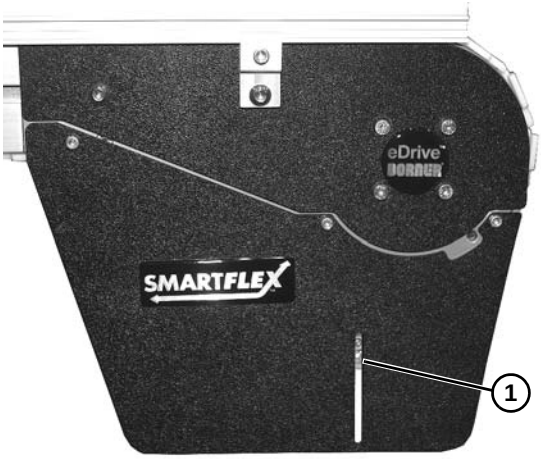

Figure 49
*Before inserting belt rod to connect belt ends, be certain that the slack on belt is showing in slotted area **(Figure 49, item 1)** on convey or drive end.*